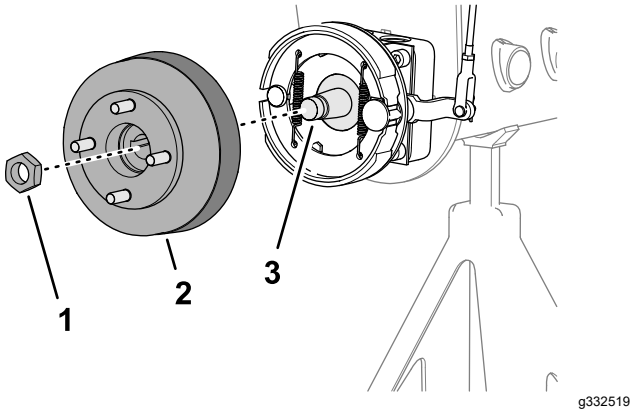
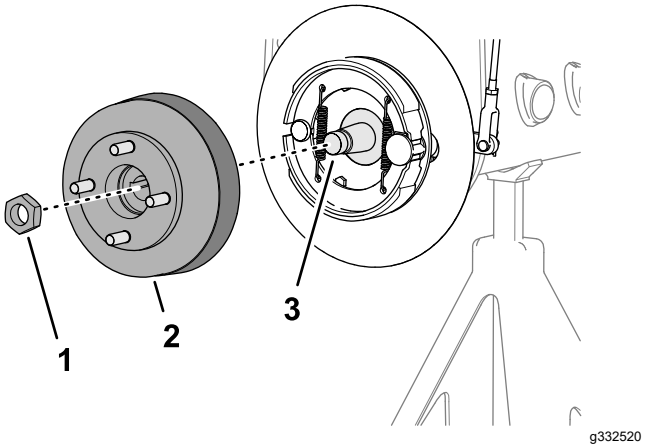

**Figur 73**
**Figur 74**
3. Montera hjulnavet och bromstrumman på hjulmotoraxeln (Figur 73 eller Figur 74).
4. Fäst hjulnavet på axeln med låsmuttern (Figur 73 eller Figur 74) och dra åt för hand.